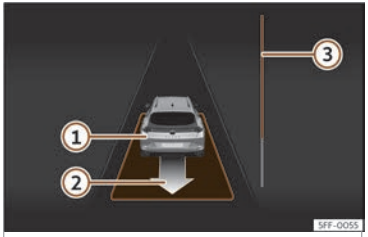

Fig. 182 Na pantalla do cadro de instrumentos:desaparcar dun espazo en liña.
- Retroceda ata que soe o sinal continuo del ParkPilot; **OU BEN:** vaia marcha atrás ata que na pantalla do cadro de instrumentos apareza a indicación de dar marcha adiante. A barra de progreso››› **fig. 182** ③ indica a distancia a percorrer››› **páx. 294**.